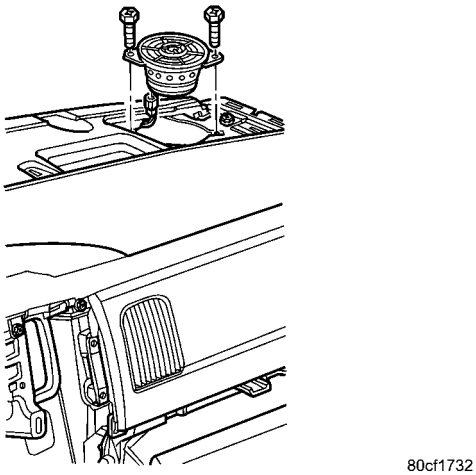

Fig. 18 INSTRUMENT PANEL END SPEAKER
(1) Disconnect and isolate the battery negative cable.
(2) Remove instrument panel top cover (Refer to 23 - BODY/INSTRUMENT PANEL/INSTRUMENT PANEL TOP COVER - REMOVAL).
(3) Remove speaker mounting screws (Fig. 18)